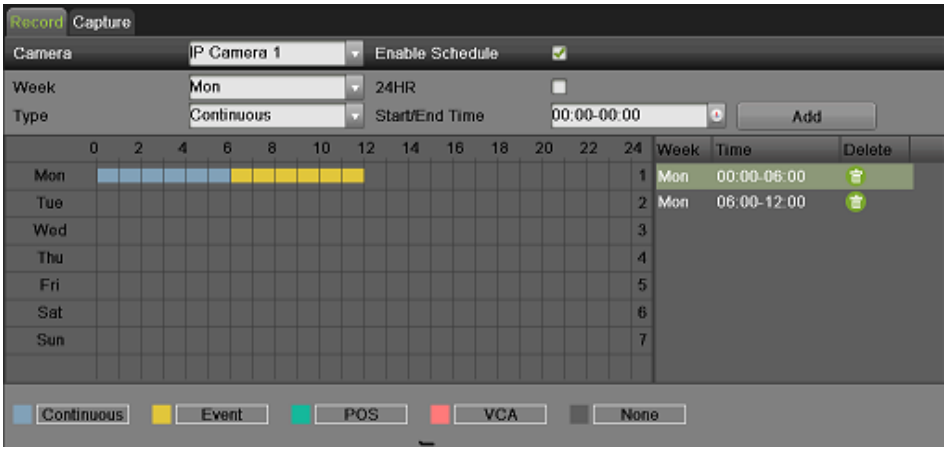

Figure 48 Record Schedule Configuration Example
4) Select the Add button to add time frame to schedule. The newly added time frame will appear in the schedule on the right. You can click to delete the selected time period on the right. Continuous recordings are shown in blue on the schedule while event recordings are shown in yellow. An example of this can be seen in Figure 48.